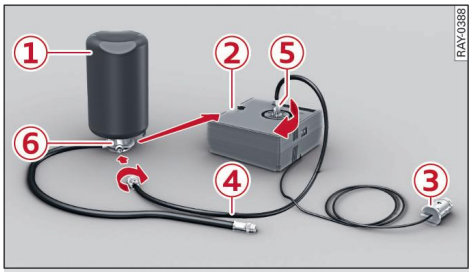

Fig. 156 Components of the tyre repair kit
- Insert the connector ③ ⇨ *Fig. 156* into a socket in the vehicle.